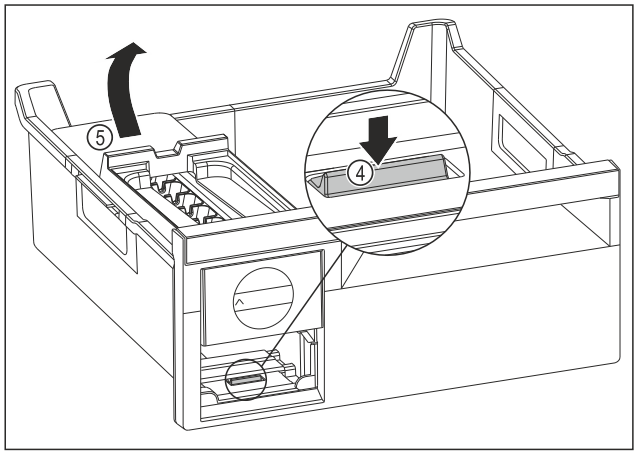

Fig. 182
▶ Extraer el cuerpo del EasyTwist-Ice: Presionar la lengüeta *Fig. 182 (4)* con los dedos hacia abajo subiendo al mismo tiempo por detrás con la otra mano el cuerpo del EasyTwist-Ice *Fig. 182 (5)*.